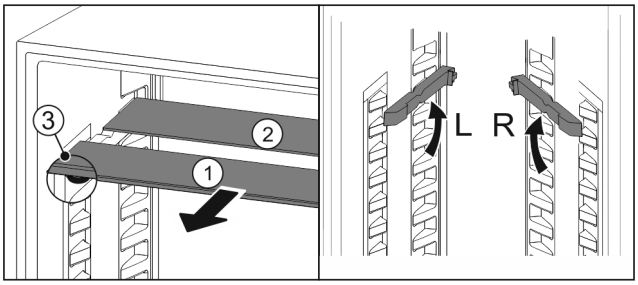

Fig. 99
▶ Glasplaten afzonderlijk vanaf de voorkant eruit trekken *Fig. 99 (1)*.
▷ Glasplaat *Fig. 99 (1)* met sierlijst ligt voor.
▷ Stops *Fig. 99 (3)* zijn naar onder gericht.